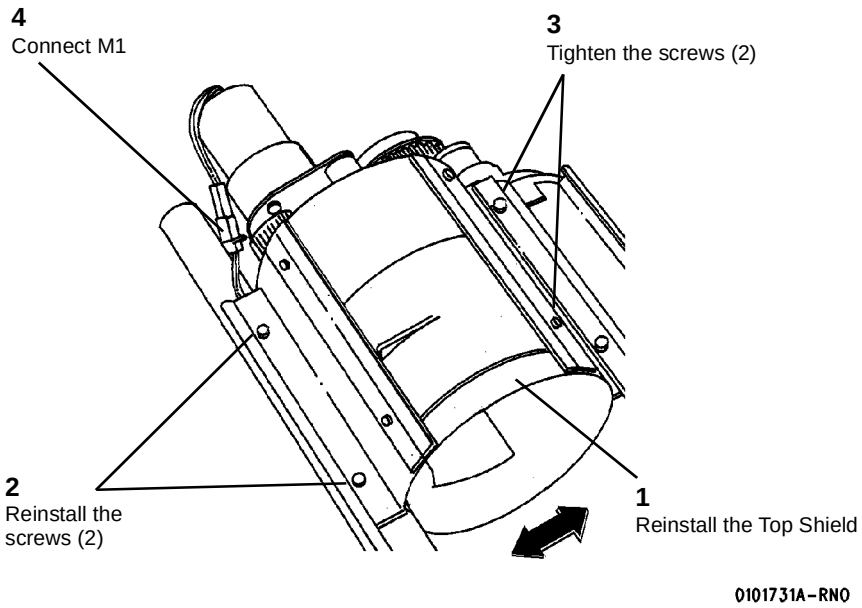

**Figure 3 Reinstalling the Top Shield**
2. (Figure 3): Reinstall the Top Shield, taking care not to overtighten the screws.